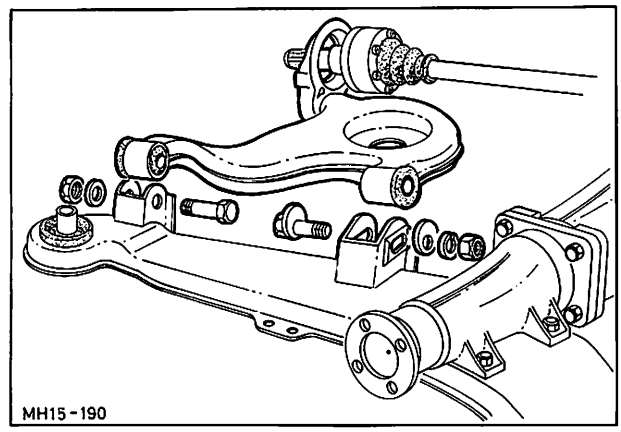

Abb. 166 Schräglenker an Querträger montieren
6. Schräglenker an Querträger montieren. Schrauben von innen nach außen einführen, dabei Exzenterschraube und -scheibe in den inneren Lagerbock des Querträgers (mit Langloch) einsetzen, Abb. 166.